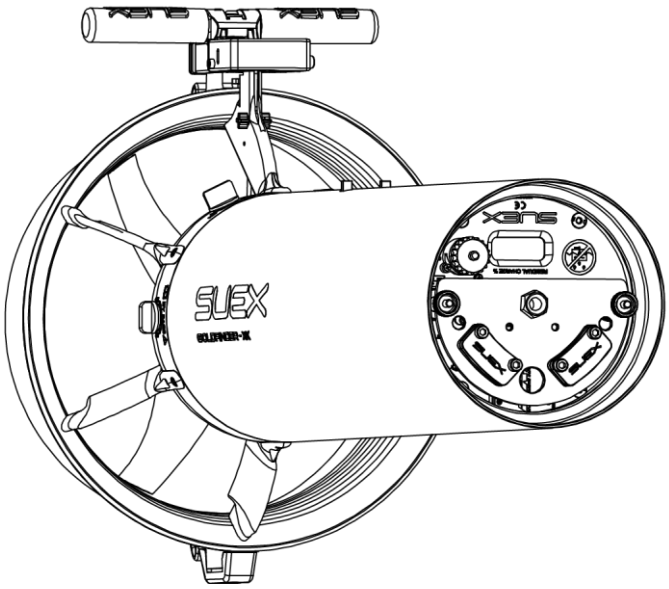

Fig 34 - Correct battery orientation
- thread the battery along the rods respecting their original orientation**Fig 34 - on p. 29**.